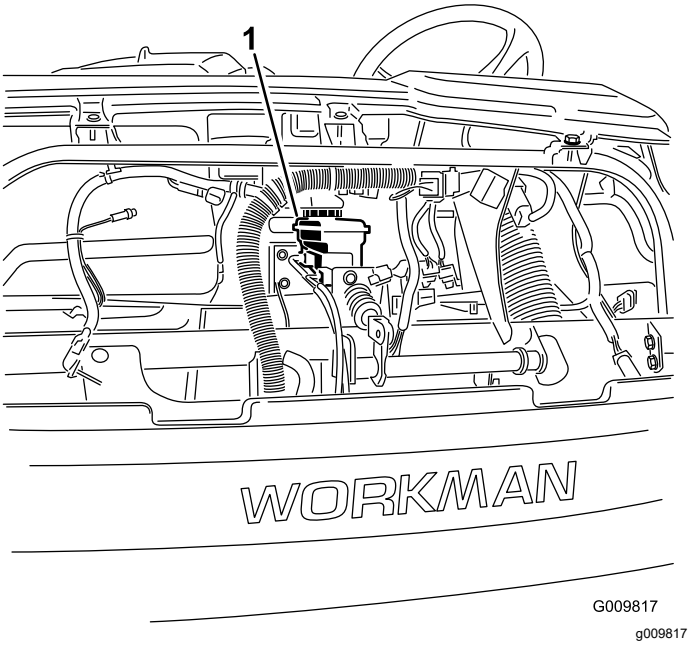

Bild 56
4. Öffnen Sie die Motorhaube, um an den Hauptbremszylinder und den Behälter zu gelangen (Bild 56).